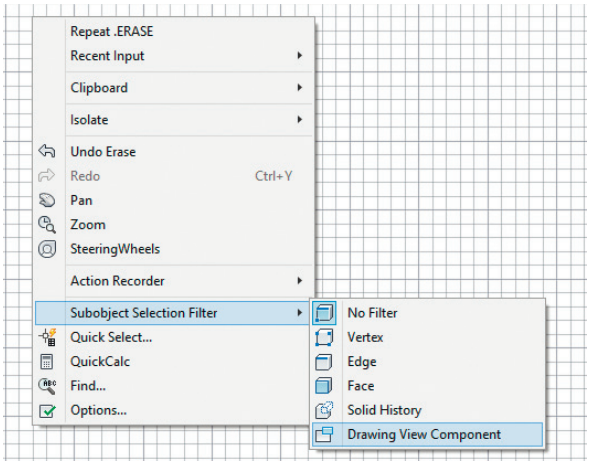

Рис. 2.15. Пример стандартного контекстного меню
- *стандартное* – вызывается при отсутствии выбранных объектов и активных команд. Содержит последнюю используемую команду, набор стандартных функций, предназначенных для работы с буфером обмена, команды зуммирования, панорамирования, а также вызов диалогового окна настройки рабочей среды **Options** (рис. 2.15);